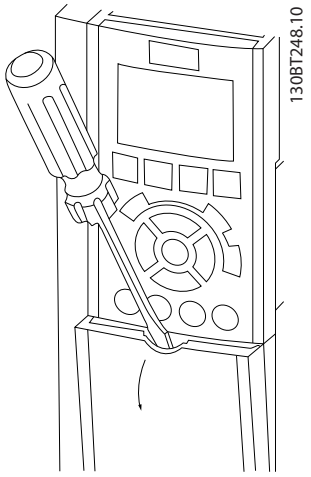
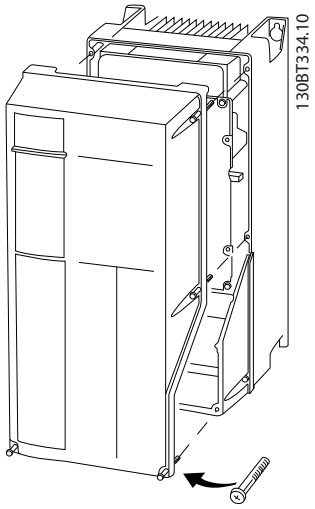

Рисунок 4.3 Доступ к проводке в корпусах IP20 и IP21
Рисунок 4.4 Доступ к проводке в корпусах IP55 и IP66
- Снимите крышку с помощью отвертки (см. *Рисунок 4.3*) или ослабив крепежные винты (см. *Рисунок 4.4*).